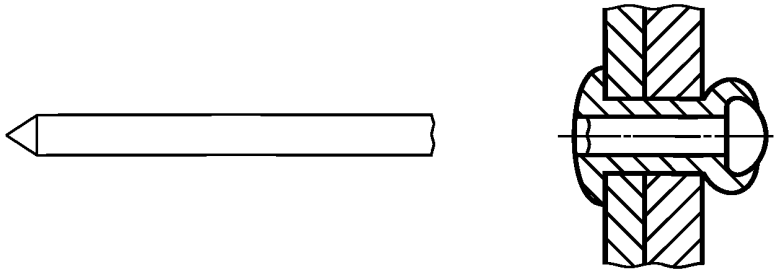

Рисунок 8 — Вытяжной сердечник с заданной точкой разрыва
2.2.1.5 **вытяжной сердечник с заданной точкой разрыва** (structural flush self-plugging break pull mandrel): Сердечник, который после установки заклепки отрывается у головки заклепки (рисунок 8).